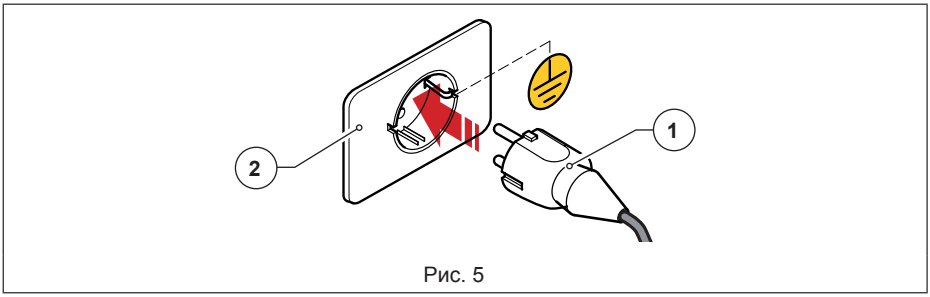

Рис. 5
- Вставьте вилку кабеля питания (Рис. 5 дет. 1) к настенной розетке, подготовленной в месте использования (Рис. 5 дет. 2);